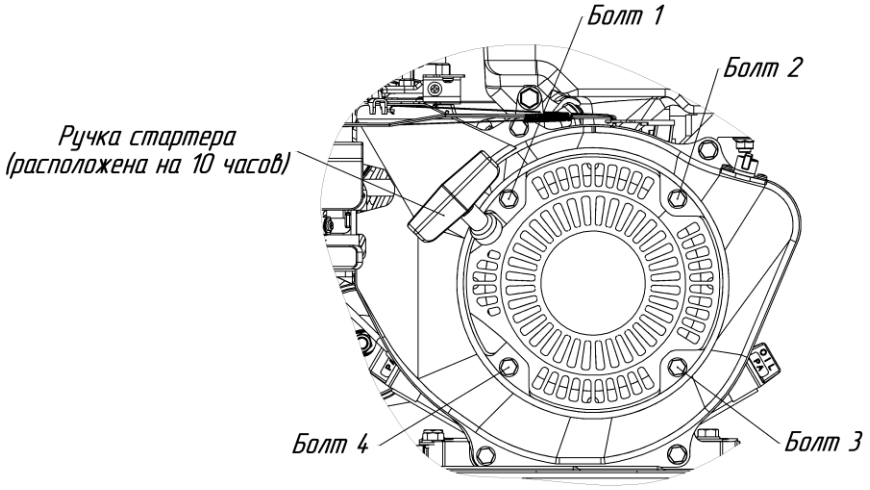

Рис.17 Схема крепления стартера на двигателе
– открутить 4 болта (см. рис.17);
– установить стартер на место таким образом чтобы ручка стартера была расположена на 10 часов (см. рис.17);
– закрутить 4 болта (см. рис.17).